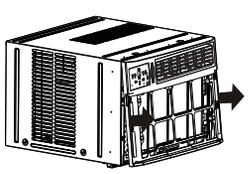
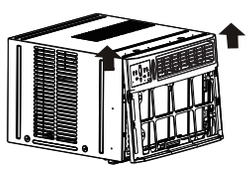

Fig.3
Fig.3A
4. Empuje el lado del mueble de metal para liberar las pestañas de plástico en cada lado del panel frontal (ver Fig.3). 5. Levante suavemente el panel frontal de la unidad (ver Fig.3A).